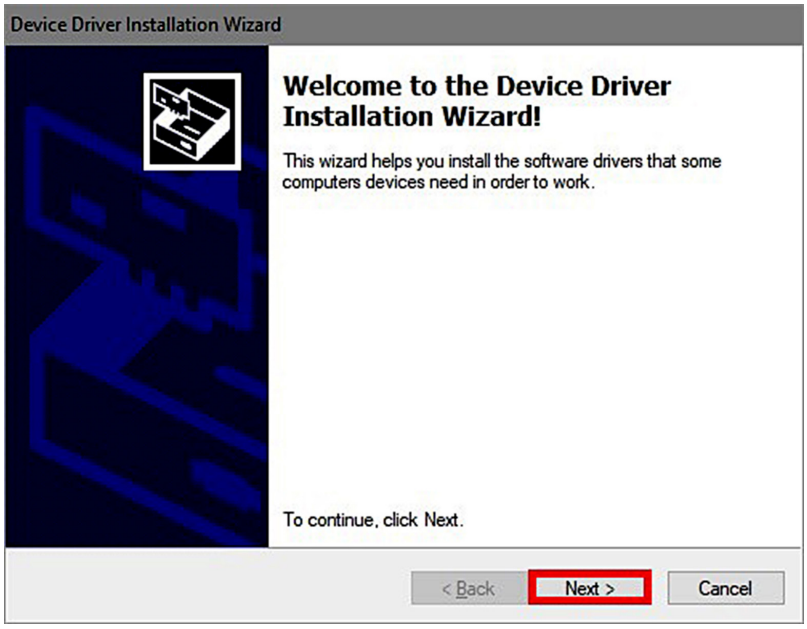

Figure 7. Device Driver
8) Click on **Next** (Figure 7) when the **Device Driver Installation Wizard** appears.